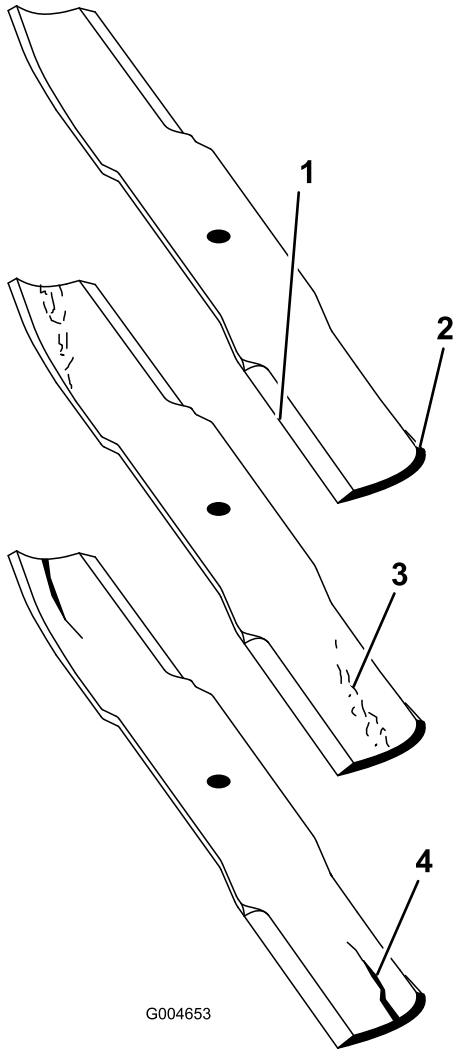

図 85
2. ブレードの切っ先を注意深く観察、特に、直線部と曲線部が交わる部分をよく観察する図 85。
注 この、直線部と曲線部の交差域は、砂などによる磨耗が進みやすい部分なので、機械を使用する前によく点検することが必要である。磨耗が進んでいる場合図 85には、ブレードを交換する。